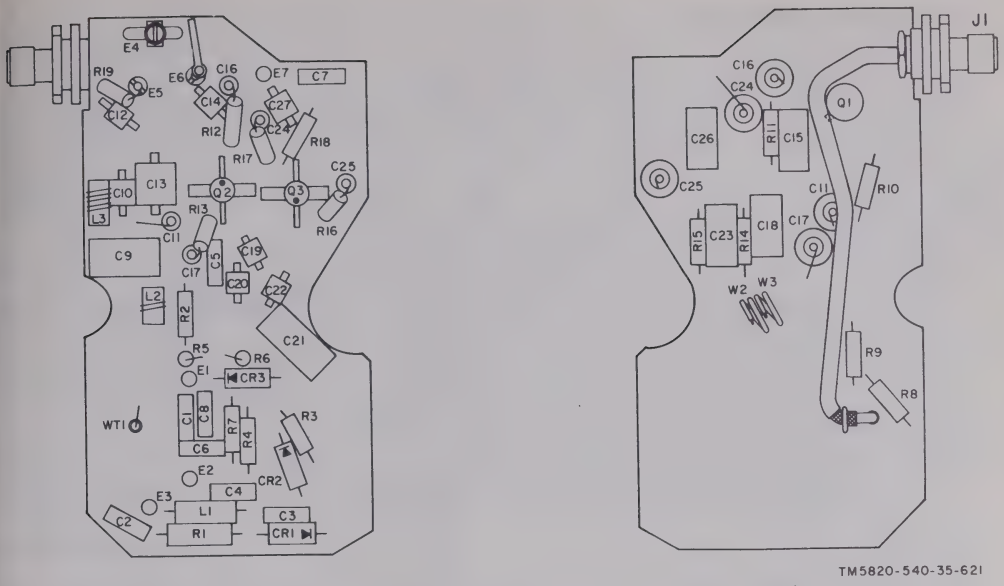

Figure 4–355. Frequency multiplier 34A2A1 parts location.
(*e*) Connect the test jig output to the power meter as shown in B, figure 4–354.
(*g*) Connect the test equipment as shown in C, figure 4–354.
(*i*) Connect the test equipment as shown in D, figure 4–354.
1. High vswr (*b*(1)(*g*) above)	*a.* Check resistors R8 and R9 (fig. 4–355) and input connector J1. *b.* Check components in Q1 base circuit (fig. 7–11).